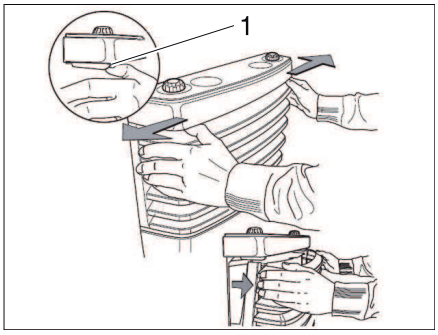

Fig. 99 Removing the heater cover
- Remove the heater cover. To do so, push the locking springs (Fig. 99,1) sideways and outwards, swivel the cover forwards and lift it out of the lower brackets.